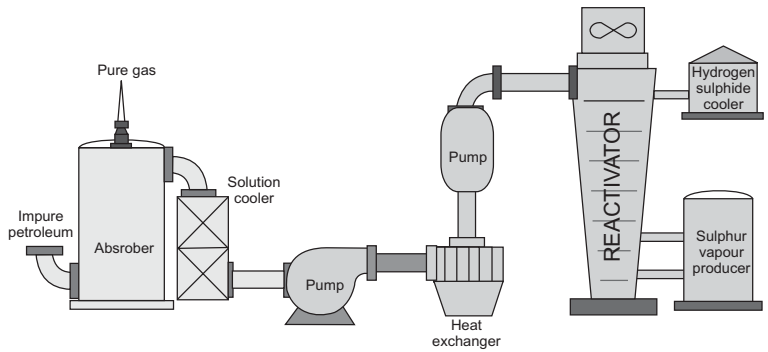

Fig. 11.20. The Industrial Process of Hydrogen Sulphide
2. Girbotol Process : This process is the most important process for the preparation of hydrogen sulphide. The gas is absorbed in a solution of a compound of hydrogen sulphide at low temperature, which readily dissociates on heating. During regeneration, the volatile hydrogen sulphide separates from the relatively non-volatile amine. Steam generated by boiling the amine solution is commonly employed to separate the hydrogen sulphide gas. The complete removal of the hydrogen sulphide from the amine solution during regeneration in turn permits complete purification of the gas in the counter current absorber. (See Fig. 11.20).